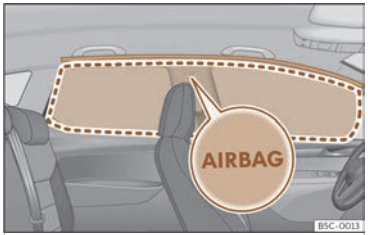

Fig. 28 Ubicación de los airbags para la cabeza.
Los airbags para la cabeza se encuentran a ambos lados del habitáculo, encima de las puertas ››› **fig. 28** y su ubicación está indicada con la palabra “AIRBAG”.
Al dispararse, el airbag para la cabeza ocupa la zona enmarcada (zona de despliegue) ››› fig. 28. Por este motivo, nunca se deberán depositar o fijar objetos en esta zona ››› ⚠.
- **Asegúrese de que los niños viajen sentados correctamente en sus asientos y no sitúen la cabeza en la zona de despliegue de los airbags para la cabeza ››› fig. 28, ya que, en caso de dispararse los airbags, estos podrían golpearles y provocarles lesiones graves.**